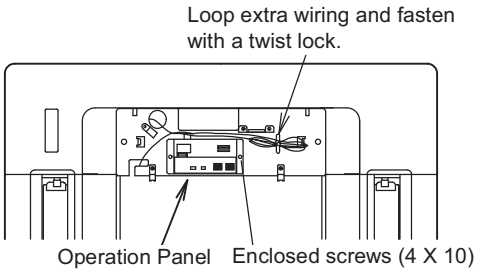
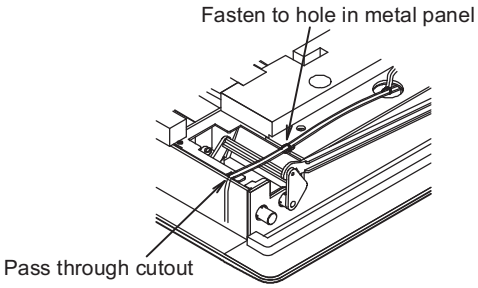

Fig. 8-20
Fig. 8-22
(2) Fasten the operation panel to the location in the diagram below with the 2 enclosed screws (4 X 10). (Fig. 8-20)
(3) Pass the wiring for the display (W2, 6P white connector) through the back of the panel.
(3) Pass the lead wire for the display through the cutout in the panel, and using the hole in the metal panel, fasten it with the plastic clamp. (Fig. 8-22)
(4) Attach cover A.
(5) Properly route the lead wire of the operation panel and fasten it with the twist lock. (Fig. 8-20)
(6) Install the ceiling panel.